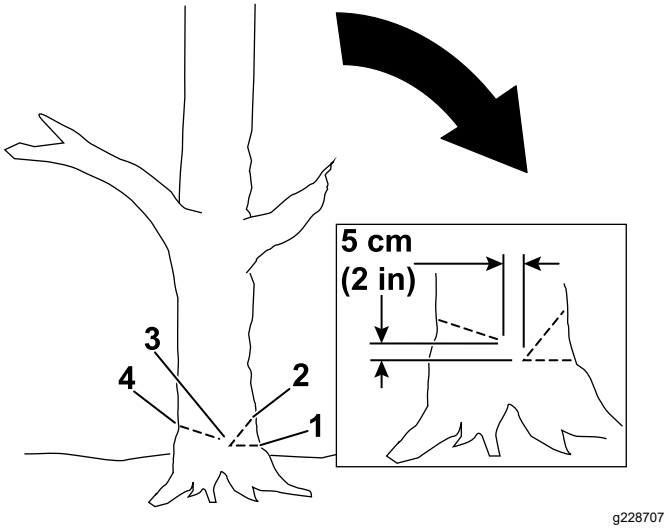

**Figur 16**
4. Foretag det første snit en tredjedel af vejen gennem træets diameter på den side, som du ønsker, træet skal falde til (Figur 16).
5. Lav et andet snit for at danne et hak, og begynd snittet mindst 5 cm over og væk fra det første snit (Figur 16).
6. Lav det bagerste snit fra den modsatte side af hakket og ca. 5 cm højere end bunden af hakket som vist i Figur 16.
***Vigtigt:*** **Stop det tredje snit 2,5 til 5,0 cm fra hakket for at danne et hængsel mellem snittene (Figur 16), hvilket afholder træet fra at falde i den forkerte retning eller vride, når det falder.**
**Bemærk:** Når det bageste snit nærmer sig hængslet (Figur 16), bør træet begynde at falde.